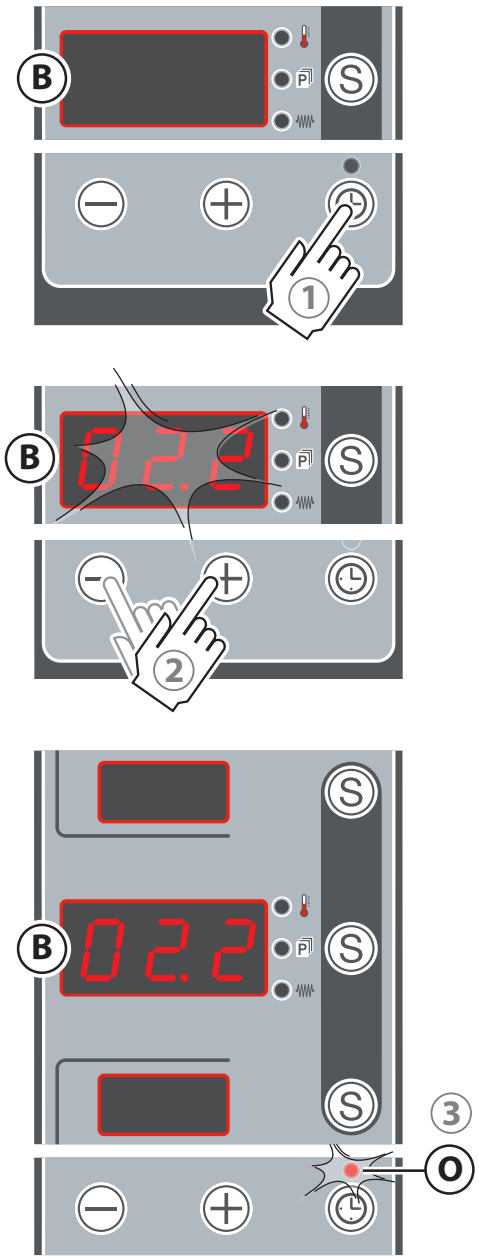

Рис.16.
См. ▶ гл. «**Запрограммированное включение**» на стр. 14 и **Рис.16.**
▶ **Рис.16.**
(2) при мигании дисплея (B) при помощи кнопок «**+**» или «**-**» задать требуемое время (максимальный предел 99.5, то есть 99 часов 50 минут, например, 02.2 = 2 часа 20 минут).
(3) По завершении мигания дисплея (B) заданное значение будет записано в память, выключатся остальные два дисплея и начнется обратный отсчет; мигание индикатора (O) означает, что функция активна.